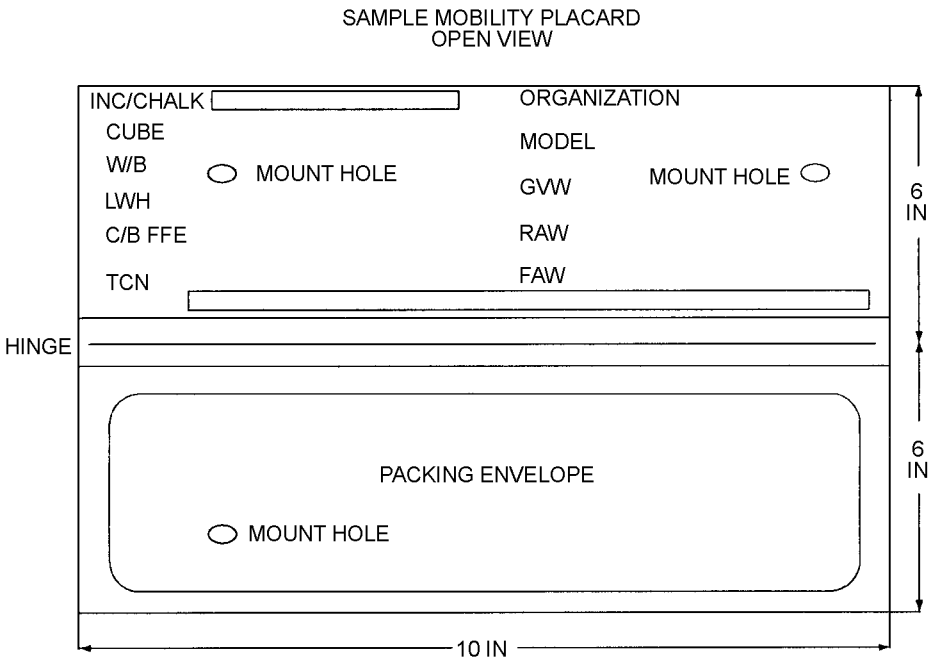

Figure 4-3. Sample Mobility Placard
4.3.2.3 Stencil the mobility placard as follows. Folded View (Refer to Figure 4-3).